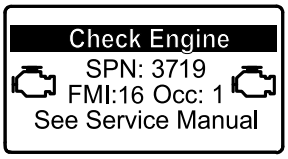

Figur 41
- Om en parkerad regenerering krävs visar InfoCenter motorvarning SPN 3719, FMI 16 (Figur 41) och motorns dator minskar motoreffekten till 85 %.